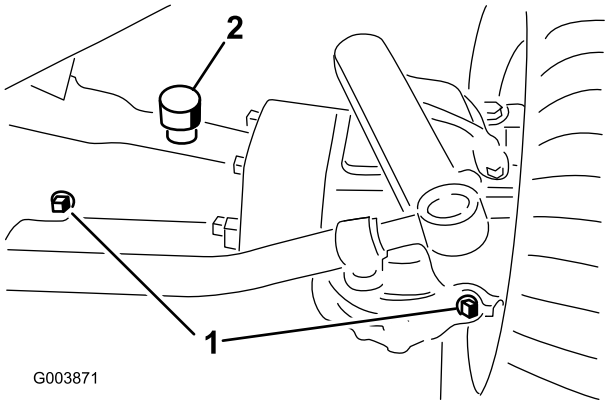

**Figuur 29**
2. Verwijder de 3 controlepluggen van de as (Figuur 29 enFiguur 30) en controleer of het oliepeil de onderkant van de openingen bereikt.